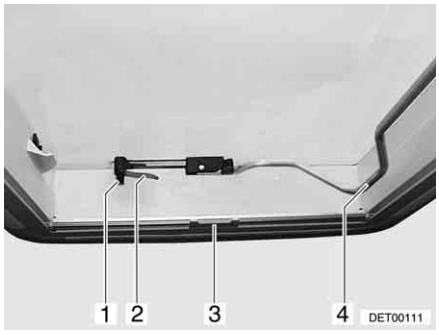
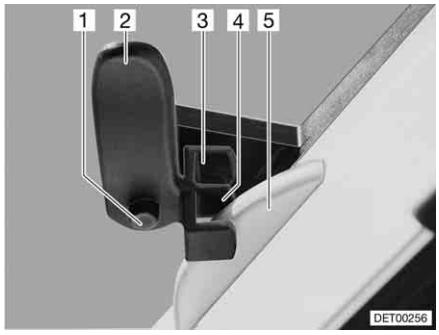

Fig. 63 Heki skylight, closed
Fig. 64 Heki skylight in ventilation position 1
- Press the safety knob (Fig. 63,1) and turn the catch lever (Fig. 63,2) one quarter turn inward.
- Pull the bar (Fig. 63,4) downwards out of the latch.
- Turn the catch lever (Fig. 63,2 and Fig. 64,2) one quarter turn. The hook of the roof lock (Fig. 64,5) must engage in the upper locking fork (Fig. 64,3).
- Press the safety knob (Fig. 64,1) and turn the catch lever (Fig. 64,2) back. The hook of the roof lock (Fig. 64,5) must engage in the lower locking fork (Fig. 64,4).